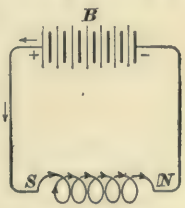

FIG. 15.
**26. The Spiral or Solenoid.**—The magnetic effect of a current in a wire can be made many times stronger if the wire be wound up into a spiral, as shown in Fig. 15. Such a spiral is called a *solenoid.* Such a solenoid, when carrying a current, has all the properties of a magnet, and is, in fact, what is called an **electromagnet.** It can attract other electromagnets carrying a current, and can draw into itself with great force rods of iron or steel held up to its end.
has a north pole and a south pole; further testing will show that the polarity of any given end depends on the direction in which the current flows around the electromagnet. If, as in Fig. 15, the current flows around in the direction of the hands of a watch, the left-hand end will be a south pole, and the right-hand end will be a north pole. If the current flows opposite to the direction of the hands of a watch, the polarity will be reversed. A great deal depends on the polarity of a spiral or a magnet. What has been said of the pole relation of permanent magnets is true of spiral or electromagnets. The *N* pole of one spiral will attract the *S* pole and repel the *N* pole of another spiral. The *S* pole of one will attract the *N* pole and repel the *S* pole of the other. In short, *like* poles repel and *unlike* poles attract each other. This fact is a very important one to us, because on it depends the almost indispensable feature whereby a street-car motor's direction of rotation can be reversed by reversing the polarity of one of its magnets. An explanation of this will be given later.